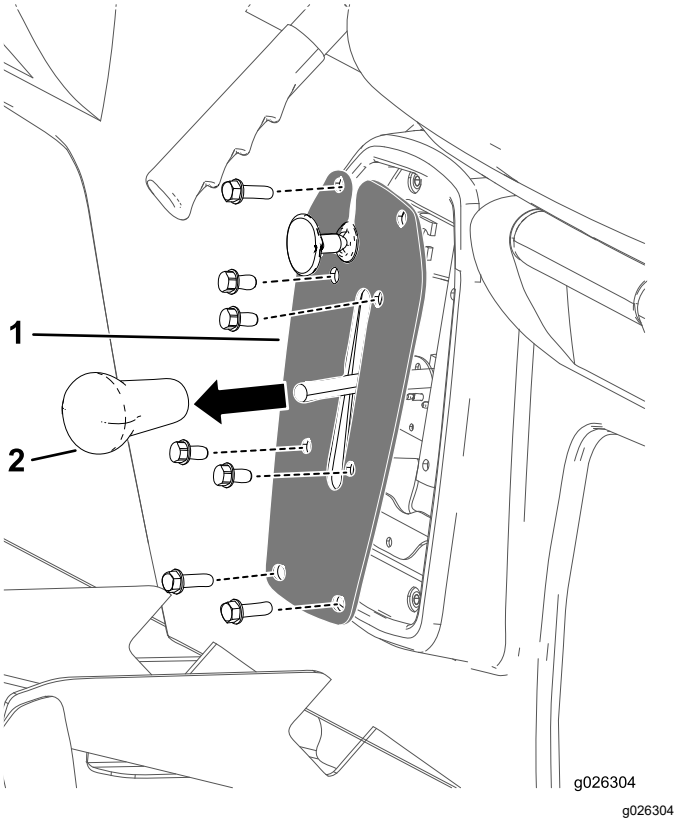

Figuur 39
1. Verwijder de knop van de schakelhendel (Figuur 39).
2. Verwijder de 4 bouten waarmee de schakelhendelplaat is bevestigd aan de schakelbeugel (Figuur 39).
3. Verwijder de 4 bouten waarmee de schakelhendelplaat is bevestigd aan de stoelbasis en verwijder de schakelhendelplaat (Figuur 39).
4. Schroef de knop van de schakelhendel handmatig vast (Figuur 39).